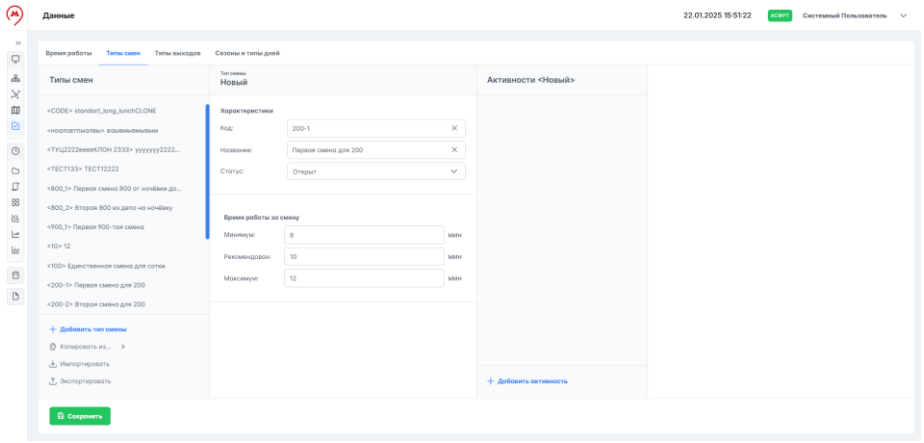

Рисунок 123 – Копирование типа смены
2. В списке нажать на тип смены, данные которого необходимо скопировать в новый. Справа откроется профиль нового типа смены, информация в котором будет полностью скопирована из выбранного (рисунок 123).